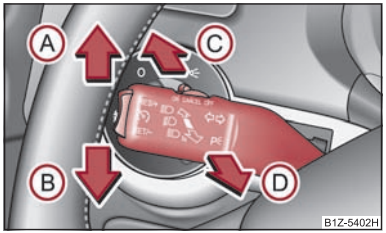

Fig. 38 Manette des clignotants et des feux de route
– Pour allumer les feux de route, poussez la manette à cet effet vers l'avant ⇒ page 45, fig. 38.
– Poussez la manette vers le haut (A) ou vers le bas (B) ⇒ fig. 38.